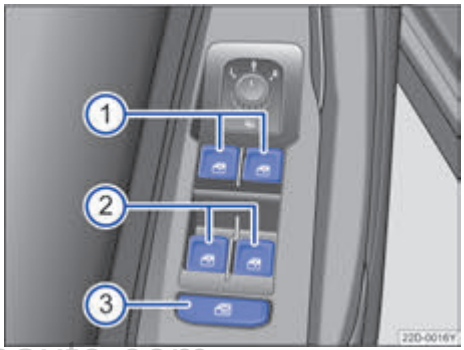

图 58 在驾驶员侧车门内：前部和后部车窗升降器的按钮。
→ 图 58 的图例：
⊠：安全按钮→ 图 58③ 停用后门车窗控制按钮。这时按钮中的黄色指示灯亮起。